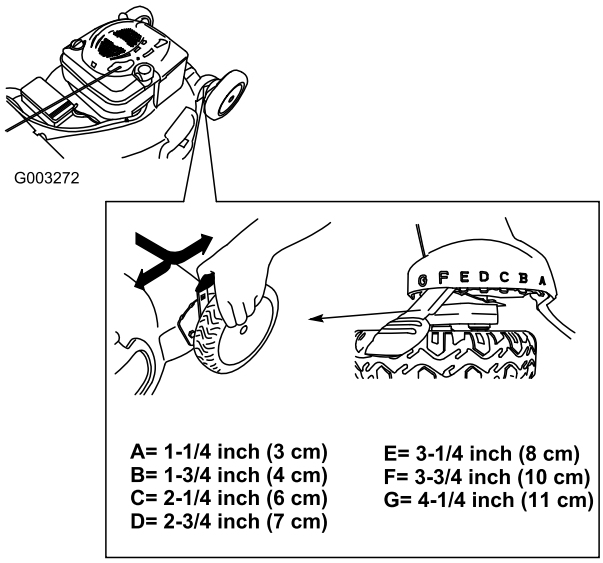

**Figur 11**
**Obs:** Flytta alla fyra klipphöjdsreglagen framåt för att lyfta maskinen. Flytta dem bakåt för att sänka ned maskinen (Figur 11).